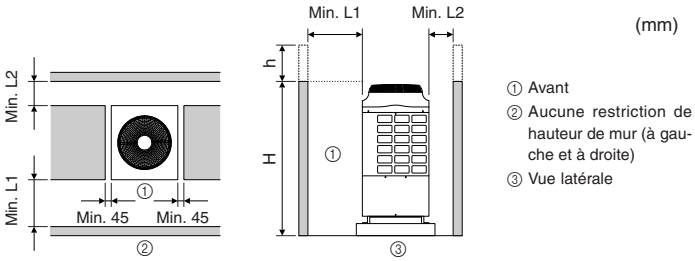

Fig. 2-6
(3) Si l'arrivée d'air se situe à droite et à gauche de l'appareil (Fig. 2-6)